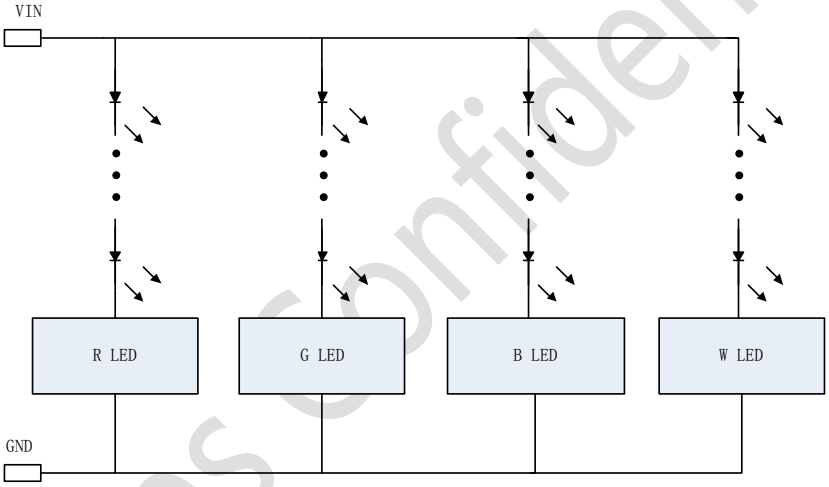

图 11-1 四路共阳连接电路示意图
5. 当 Hi7000 系统工作在 RGBW 并联工作时，多路系统与 LEDs 模组连接推荐共阳布线，示意图见图 11-1；